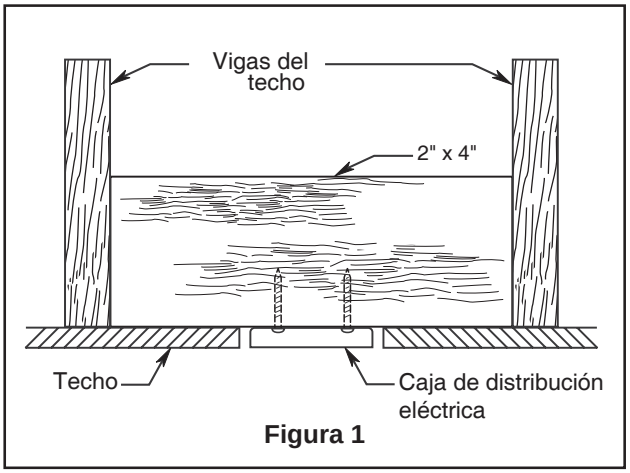

**Figura 1**
**Idea de diagrama de uso de perfil bajo (Figura 1)**